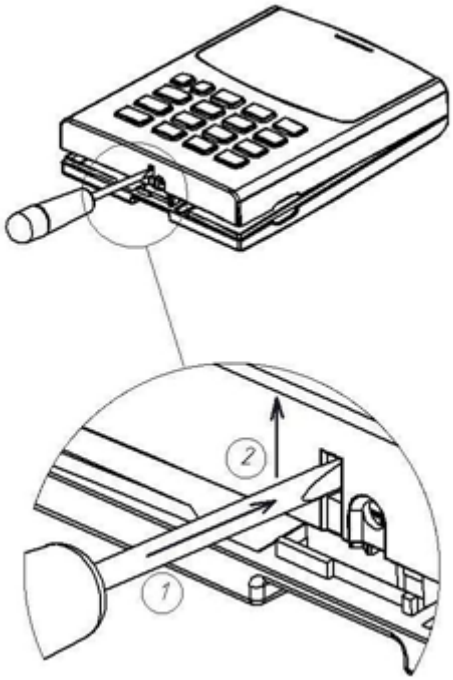

Рисунок 4.2. Снятие крышки устройства
2 Придерживая нижнюю панель, нажать на замок отвёрткой и снять (2) верхнюю панель (рисунок 4.2).